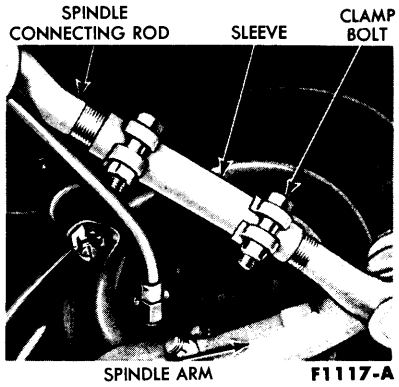

FIG. 3—Spindle Connecting Rod Sleeve
1. Loosen the two clamp bolts in each spindle connecting rod sleeve (Fig. 3).